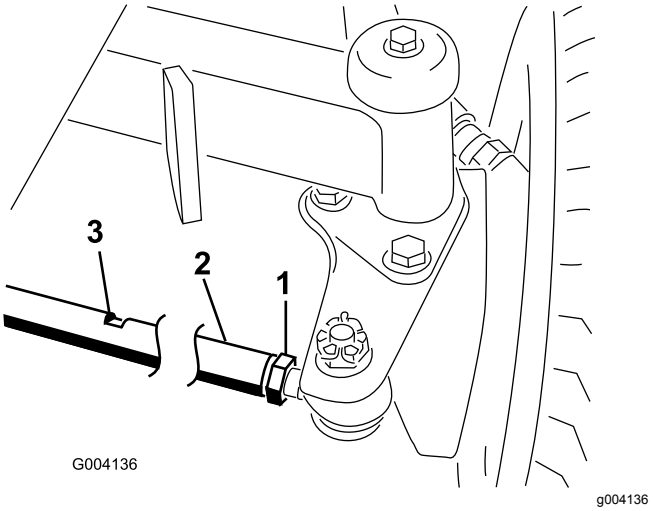

**Figur 68**
2. Lossa kontramuttern i båda ändar av dragstången (Figur 68).